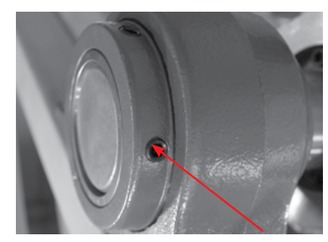

FIGURE 23. The bearing set screws, one on each side of the rotor, should be checked for tightness every six months.
4) The bearing set screws should be checked periodically for tightness. A bearing set screw is located on each side of the rotor (See **FIGURE 23**).